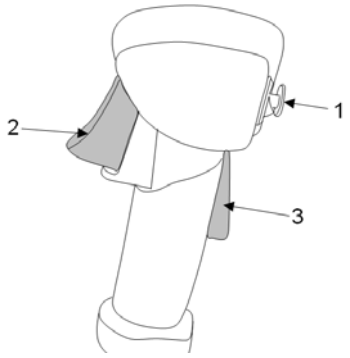

Fig.10
d'accélérateur (1), puis relâchez la commande de sécurité (3). (Fig.10)